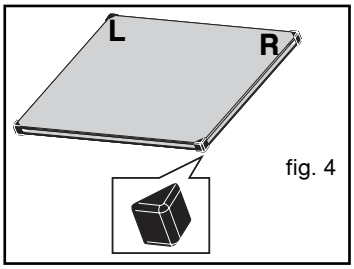

fig. 4
- Om nödvändigt, plocka ut luckans samtliga innerglas. Beroende på modell finns ett eller två innerglas med ett svart gummianslag i varje hörn (fig. 4).